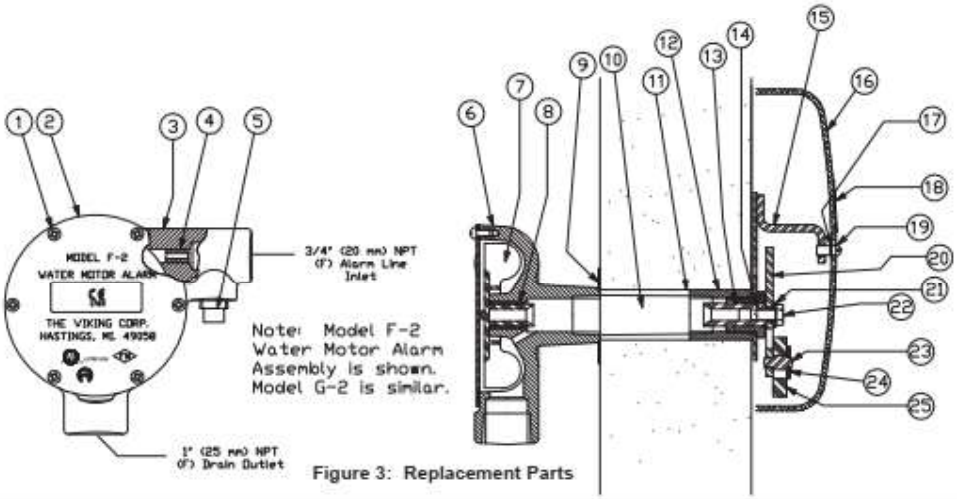

Figure 3: Replacement Parts
A. Water Motor Disassembly (See Figure 3)
2. Remove pipe plug (5).
3. Remove all round head machine screws (1) from the water motor cover.
4. Separate the cover (2) and the gasket (6) from the housing (3).
5. Remove the impeller (7).
6. Inspect and, if necessary, carefully clean the nozzle (4) with a wire or pipe cleaner brush.